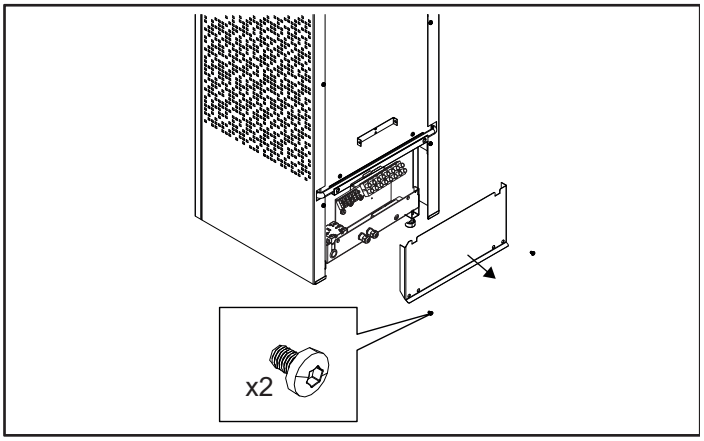

Afb. 8: Open het voorluik
2. Draai de schroeven los en open het voorluik (afbeelding 8).
6. Duw de lade terug, plaats het voorluik terug, (zie afbeelding 8)